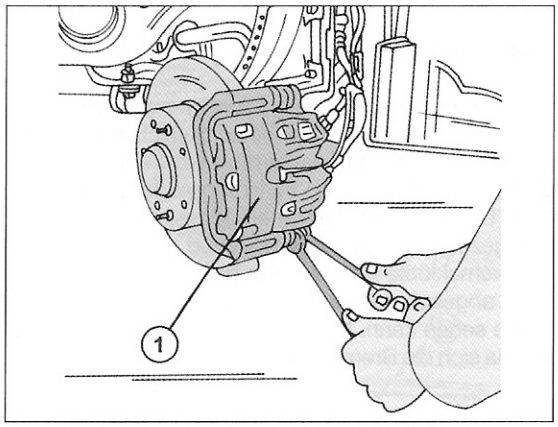

Bild 291
- Unter Bezug auf Bild 291 mit Hilfe eines Ringschlüssels und eines Gabelschlüssels zum Gegenhalten an der Innenseite, die beiden Führungsschrauben aus den Gleitbolzen herausdrehen. Die Schrauben sind selbstsichernd und müssen erneuert werden. Nur im Notfall kann man sie beim Einbau mit Gewindesicherungsmittel „Loctite" einschmieren.
- Beide Schrauben jetzt mit einem Anzugsdrehmoment von 27 Nm anziehen. Zuerst wird die untere Schraube angezogen. Dabei wieder die Innenseite des Gleitbolzens gegenhalten, wie es in Bild 291 zu sehen ist.